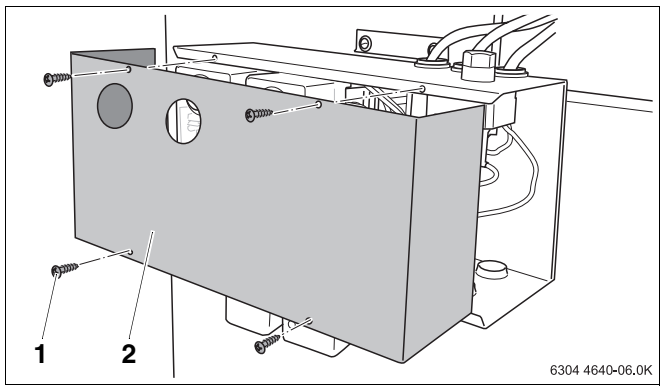

Abb. 3 Demontage Abdeckung
- Die zwei bzw. vier Schrauben (Abb. 3, **Pos. 1**) der Abdeckung lösen und die Abdeckung (Abb. 3, **Pos. 2**) abnehmen.